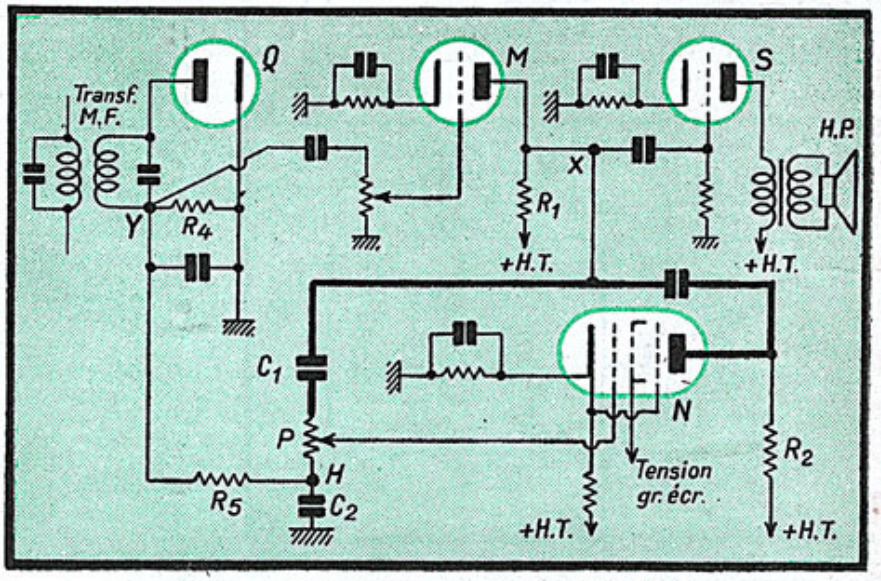

Fig. 6. — Réglage silencieux avec lampe à contre-réaction.
Le dispositif de réglage silencieux utilisant une lampe à contre-réaction (fig 6) que nous décrivons ici, n'échappe pas au reproche que nous venons de formuler. Dans la partie supérieure du dessin, on reconnaît le schéma classique de la partie détection (Q) et B.F. (M et S) d'un superhétérodyne normal. La tension détectée qui apparaît au point Y est, à travers un circuit passe-bas R_6C_3 à constante de temps convenablement définie appliquée à la grille de la lampe de contre-réaction N.
Le lecteur R.C.A.-Photophone est représenté à la figure 6. C'est aussi un lecteur à image de fente. On remarquera que le film s'enroule sur un tambour, et que la cellule, pour des raisons de construction, ne se trouve pas sur l'axe du rayon lumineux. La déviation de celui-ci est assurée par un système optique spécial placé à l'intérieur du tambour. Il est constitué par l'assemblage d'une lentille plan-convexe et d'un prisme ; ce dernier peut être réglé en direction, afin de faire varier l'incidence du rayon lumineux.